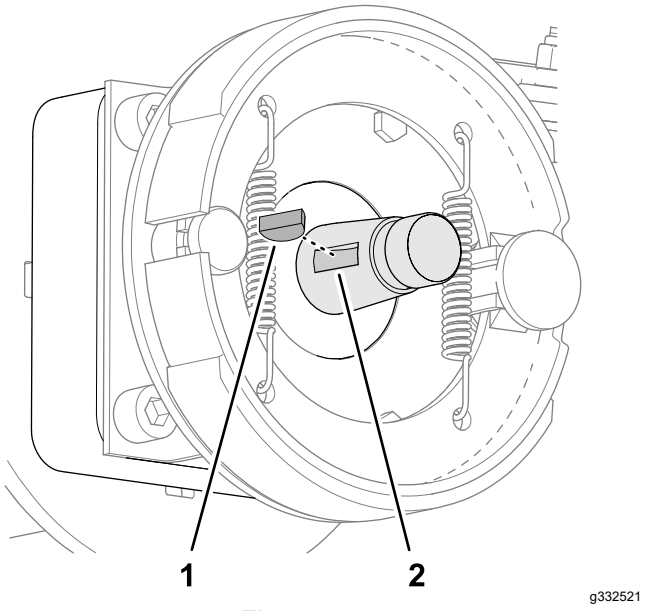

Figur 67
5. Ta bort woodruffkilen från hjulmotoraxeln (Figur 67).